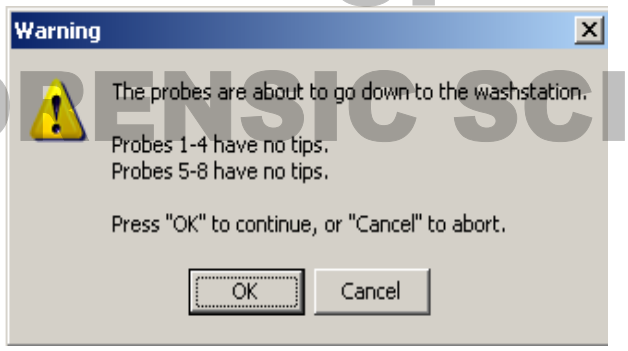

Figure 5. Prompt window prior to the step for purging any air from the lines.
2.6.2.4 The robot will home the axes and then pause when it gets to the step shown in Figure 5.